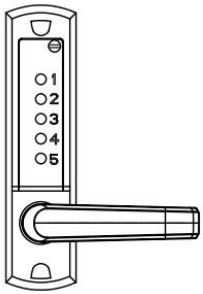

FIG7C
3. Stellen Sie den Griff in die gewünschte Öffnungsrichtung der Tür (links/rechts) ein (Abbildung 7C) und ziehen Sie anschließend die Schraube fest.